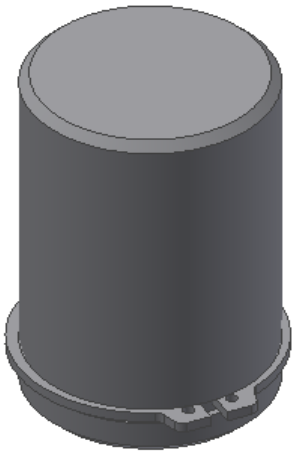

Figure 17-45 *Final model after applying the iMates*
5. Open the part file *circlip*; the circlip is automatically assembled with the shaft, as shown in Figure 17-45.